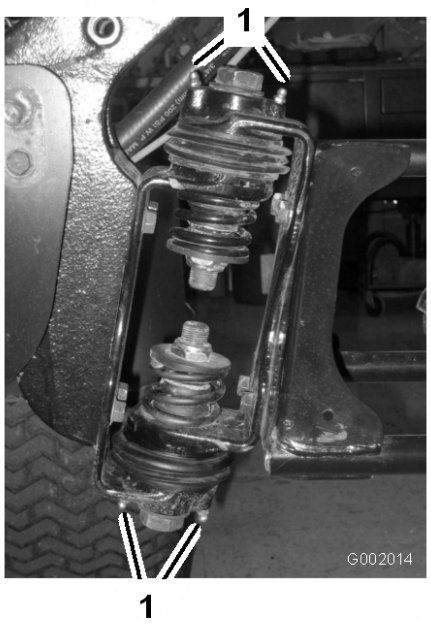

Figur 34
2. Pump fedt ind i lejet eller bøsningen ved hver nippel Figur 34.